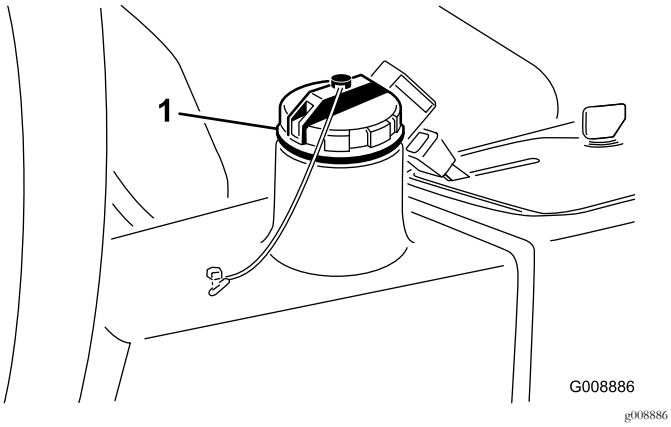

Figuur 76
4. Vul het reservoir (Figuur 76) met ongeveer 13,2 liter hydraulische vloeistof; zie Hydraulische vloeistof controleren (bladz. 32).